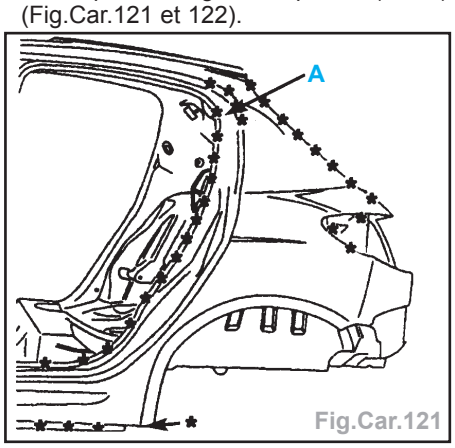

Fig.Car.121
- Découper le support AR de joint de jet d'eau par fraisage des points (en **A**) (Fig.Car.121 et 122).
- Découper par fraisage des points (Fig. Car.121).